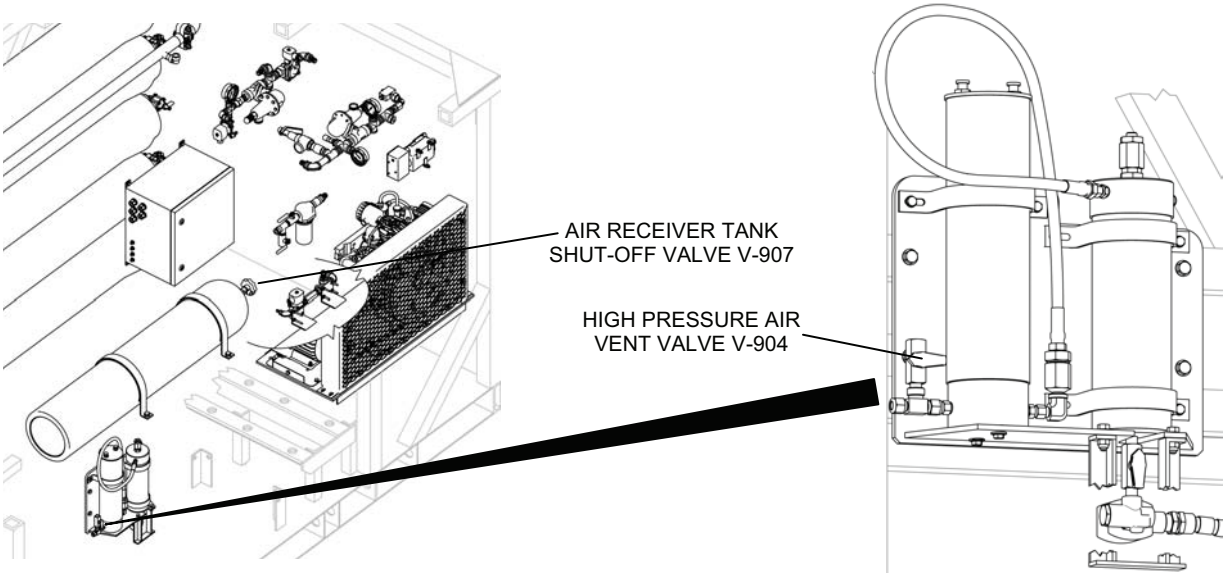

Figure 18. Valve for Bleeding the High Pressure Air System.
b. **Slowly** open High Pressure Air Vent Valve V-904 to bleed the air from the high-pressure system. Then close the valve (see Figure 18 for valve location).